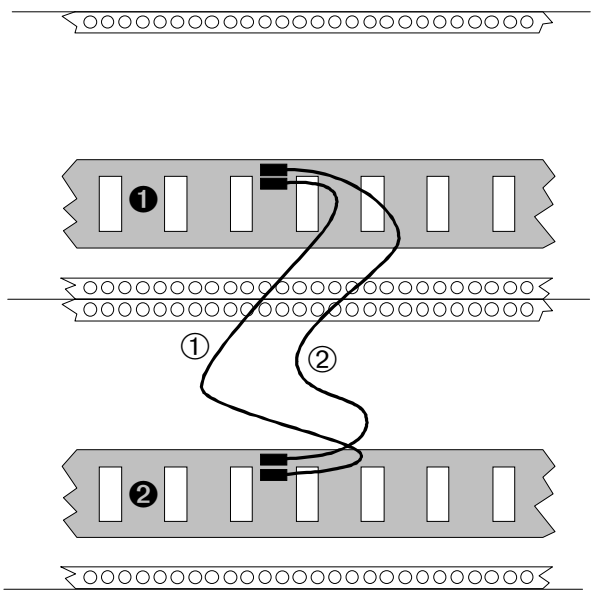

Abb. 10: Herstellen gemeinsamer INT.CV- und INT.Gate-Signalleitungen auf oberem und unteren Bus
❒ Ziehen Sie die Jumper **J1** und **J2** (s. oben) von der oberen (s. Abb. 10, ❶) und der unteren (s. Abb. 10, ❷) Busplatine ab.
❒ Ersetzen Sie die Jumper durch die Buskabel (s. Abb. 10, ①, ②).